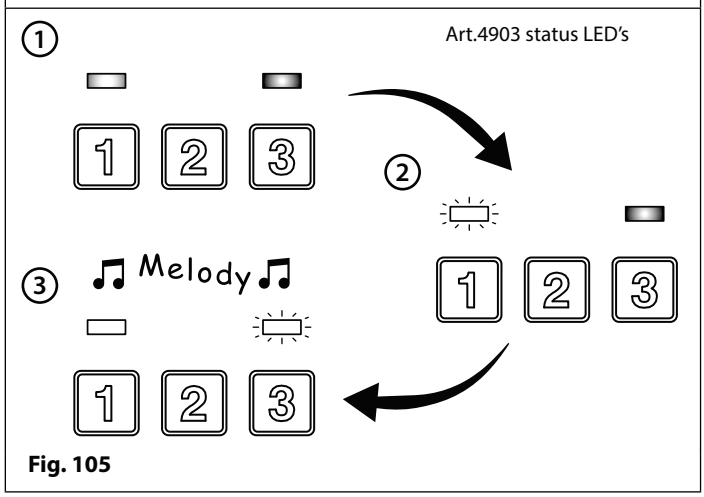

Fig. 105
2. Both the LED's on the keypad will switch ON (**Fig.105**, 1). The green data LED will then switch OFF (**Fig.105**, 2), followed by the red status LED and the codelock will play a melody (**Fig.105**, 3);